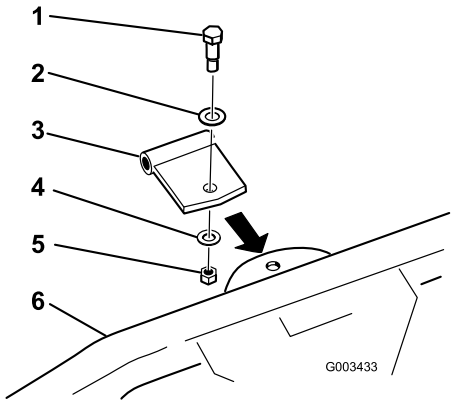

Bild 13
2. Befestigen Sie die gerade Schwenkhalterung mit einer Ansatzschraube, einer Scheibe (0,531 x 1,063), einer Scheibe (0,469 x 0,922) und einer Sicherungsmutter (7/16 Zoll) am Federrechen, siehe Bild 13.